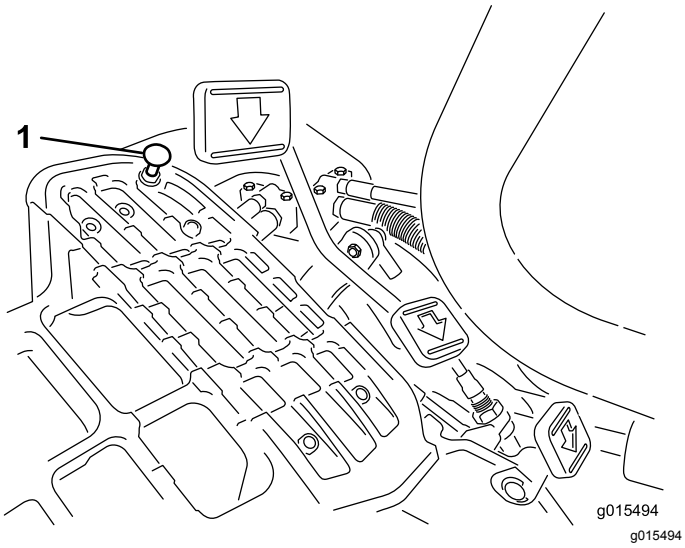

Figura 40
Para obtener la velocidad máxima de transporte, ponga la palanca de control funcional en la posición de TRANSPORTE y pise el pedal de tracción. Si el pedal toca el tope (Figura 40) antes de que se note tensión en el cable, ajústelo como se indica a continuación:
1. Ponga la palanca de control funcional en la posición de TRANSPORTE y afloje la contratuerca que fija el tope del pedal a la chapa del suelo (Figura 40).